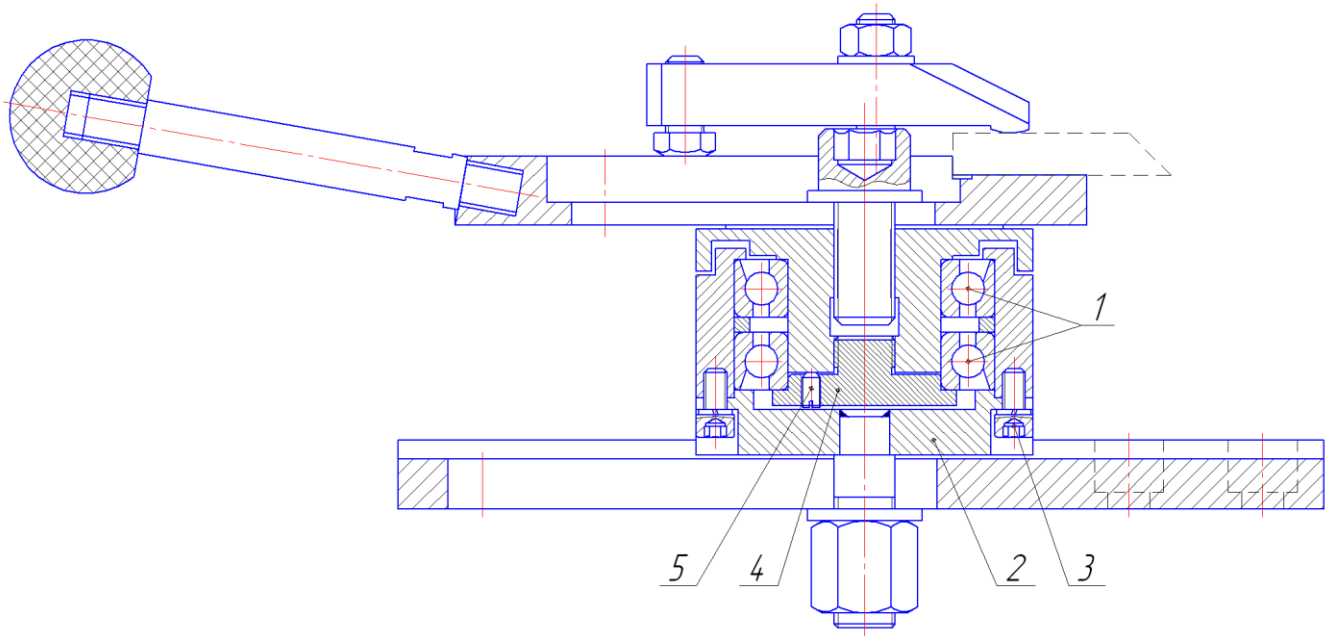

Рис.9
9.3.4 Настройка поворотного узла заточки радиусных ножей (рис.9)